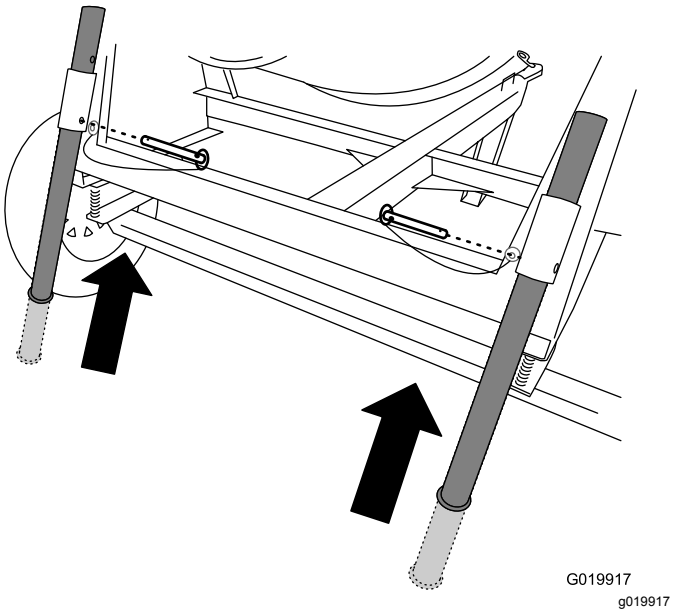

Figura 19
2. Retire el pasador de horquilla de una de las patas estabilizadoras traseras y del soporte (Figura 19).
3. Deslice la pata estabilizadora hacia arriba en el soporte y alinee el taladro del soporte con el taladro inferior de la pata estabilizadora (Figura 19).
4. Introduzca el pasador de horquilla a través del taladro del soporte y de la pata estabilizadora (Figura 19).